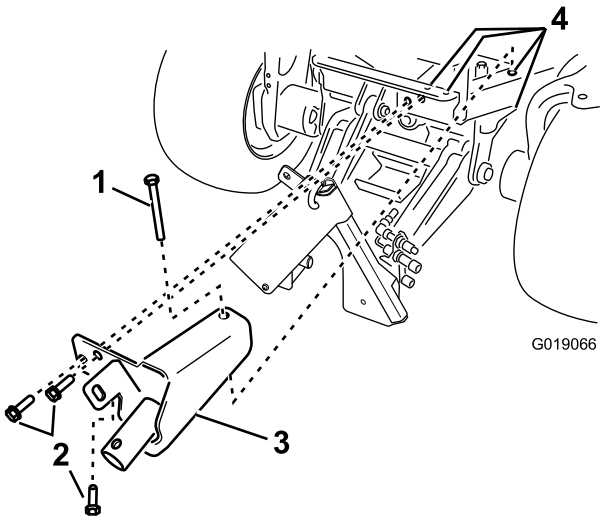

Figur 3
4. Monter donkraftbeslaget på maskinstellet med 3 sekskantede flangehovedbolte (1/2 x 1-1/2 tomme), en sekskantbolt (1/2 x 4-1/2 tomme) og 4 låsemøtrikker (Figur 3).